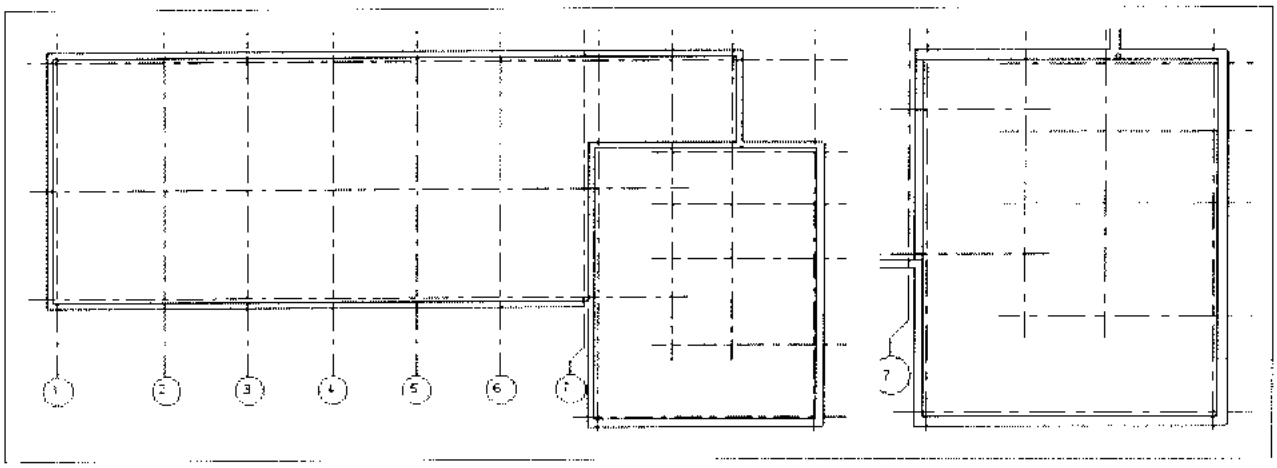

Рис. 21.6. *Установка перекрытий на втором этаже*
5. На ленте в разделе **Floor** нажать кнопку **Finish Floor** (рис. 21.6,а). Будет сформировано первое перекрытие.
8. На ленте в разделе **Floor** нажать кнопку **Finish Floor**. Будет сформировано на основе эскиза второе перекрытие (рис. 21.6,б).
Поскольку правое перекрытие согласно эскизу на рис. 21.6,б, лежит внутри стены, разделяющей обе части здания, необходимо разрезать эту стену по горизонтали на две части так, чтобы верхняя часть лежала на перекрытии, а само перекрытие лежало на нижней части стены: